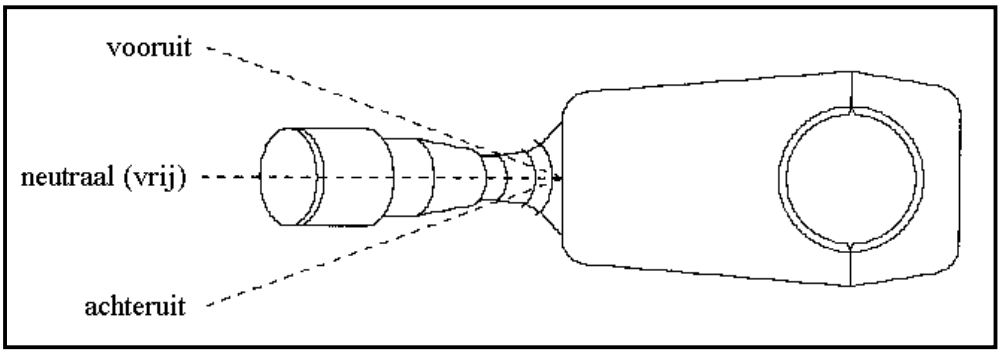

Figuur 5.1 | Versnellingspook
1. Voor het starten van de motor dient het inzinkpedaal volledig te worden ingetrapt. Zorg ervoor dat de versnellingspook links aan het stuur in de neutraal-stand staat (zie Figuur 5.1)